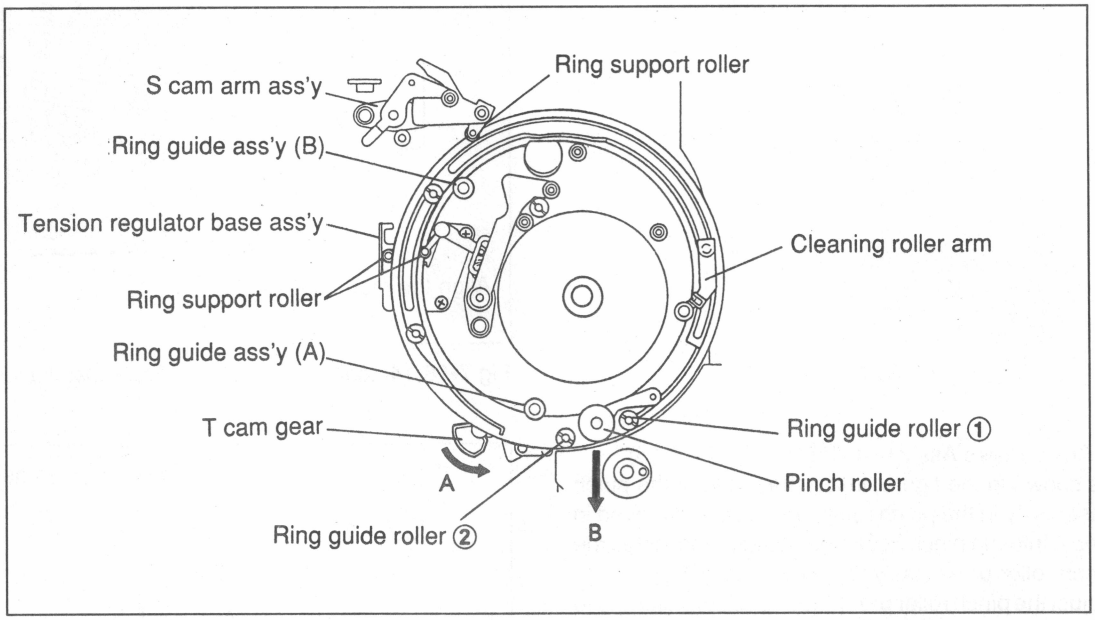

Fig.7-18-12 Loading Ring Ass'y Removal
10. Loading Ring Ass'y Removal (Fig. 7-18-12)